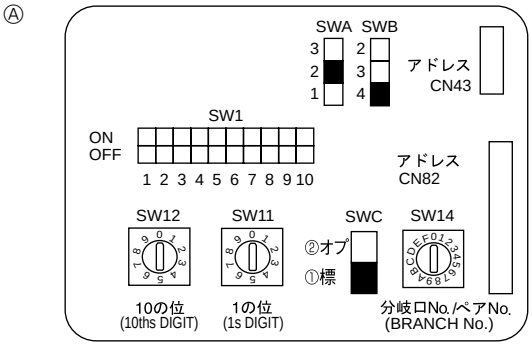

Fig. 4-4
4.5. Установка адресов (Fig. 4-4)
4.6. Установка переключателей при высоком потолке или при именении числа выходов воздуха (Fig. 4-4)
4.7. Определение температуры в помещении встроенным датчиком пульта дистанционного управления (Fig. 4-4)